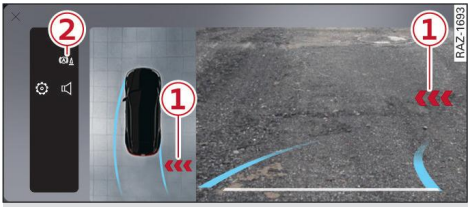

Fig. 124 Centre display: Rear cross-traffic assist display
– To temporarily deactivate all interventions/ warnings, press ② ⇨ *page 221, Fig. 124* on the centre display and confirm the deactivation.